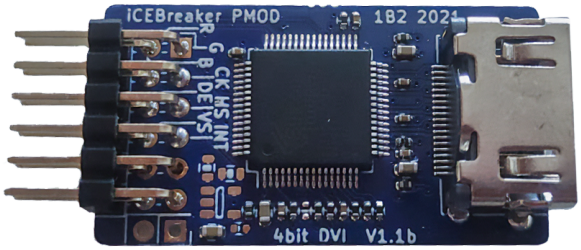

FIGURE 10 – PMod-DVI module
- Un module PMod vers DVI pour l'affichage de l'image sur un écran par HDMI, voir figure 10.